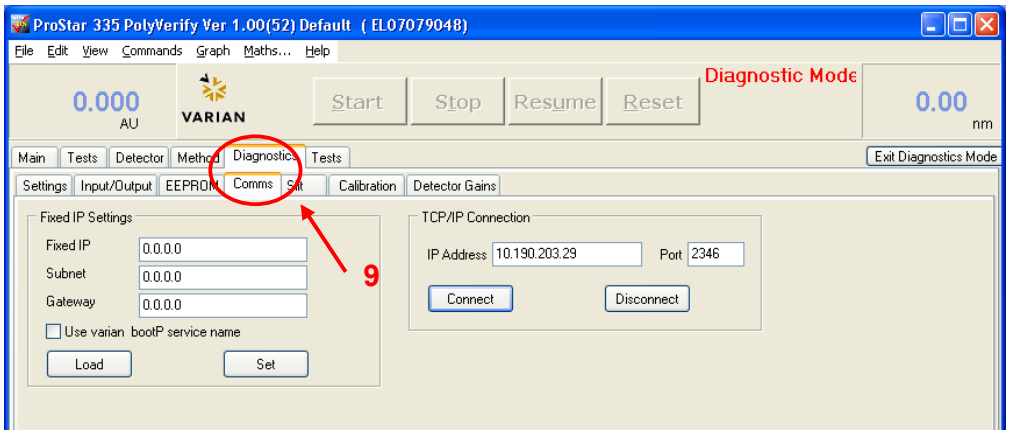

Figure 9: Selecting the Comms Tab in PolyVerify
15. Once the detector is communicating to the PC you need to select the *Diagnostics Tab* and the *Comms Tab* (**9**) from the Diagnostics menu in PolyVerify (*Figure 9*).